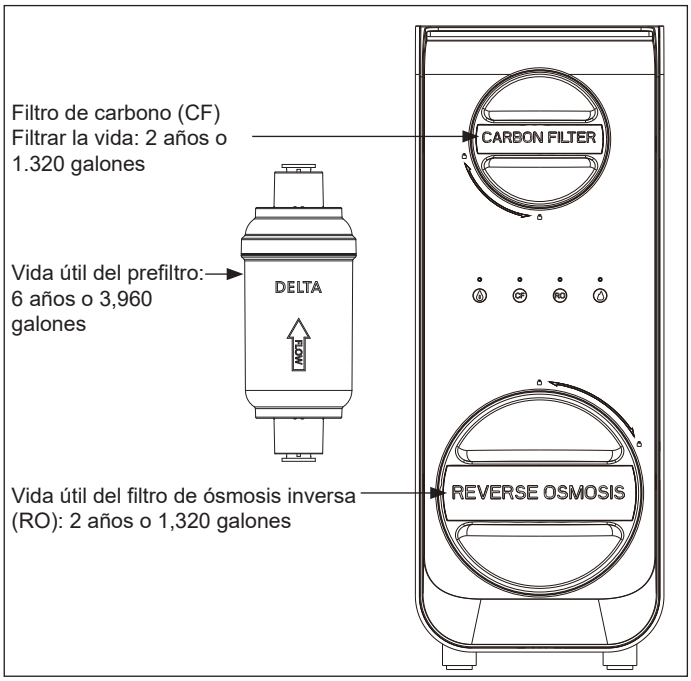

Figura 1
1. Cierre el suministro de agua en la conexión de agua fría (consulte la Figura 1).